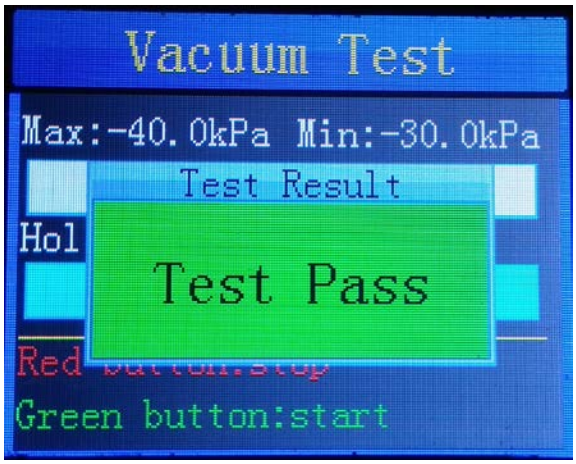
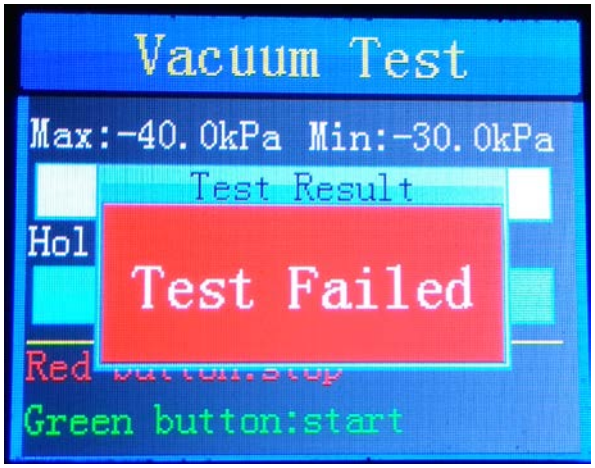

Figure 6
Figure 7
6. "**Test Pass**" will be displayed when the test passes (Figure 6) and "**Test Failed**" will be displayed when the test fails (Figure 7).